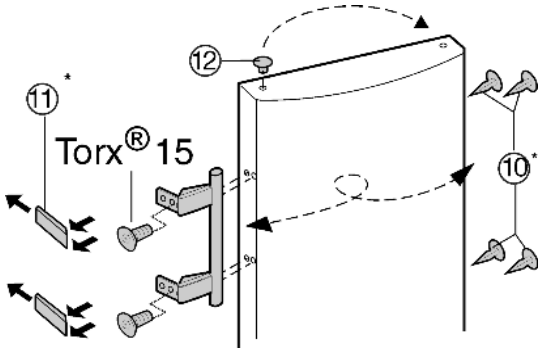

Fig. 9
▶ Lift the stopper *Fig. 9 (12)* out of the door bearing bush and transfer it.
▶ Detach door handle, stoppers *Fig. 9 (10)* and pressure plates *Fig. 9 (11)* and transfer to the opposite side.